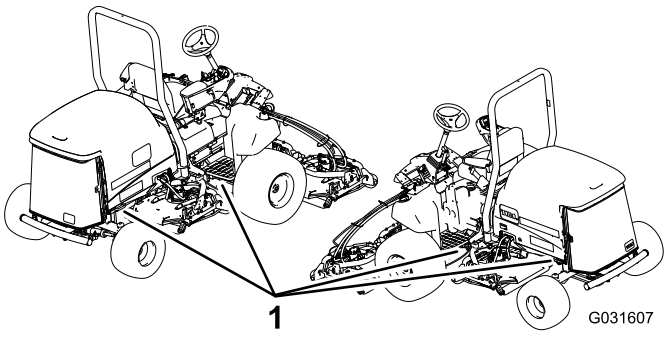

Figur 25
5. Bruk metallbindeløkkene på maskinen (Figur 25) for å feste maskinen sikkert til tilhengeren eller lastebilen med remmer, kjettinger, vaier eller tau.